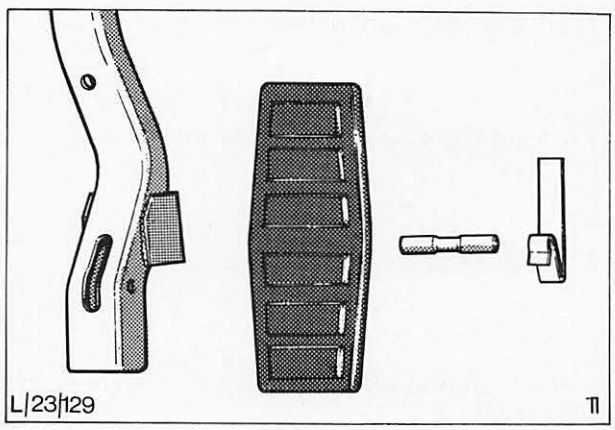

Abb. 197 Fahrpedal mit Blattfeder
2. Pedal auf die Welle setzen, Drehzapfen einhängen und mit Blattfeder sichern, Abb. 197.